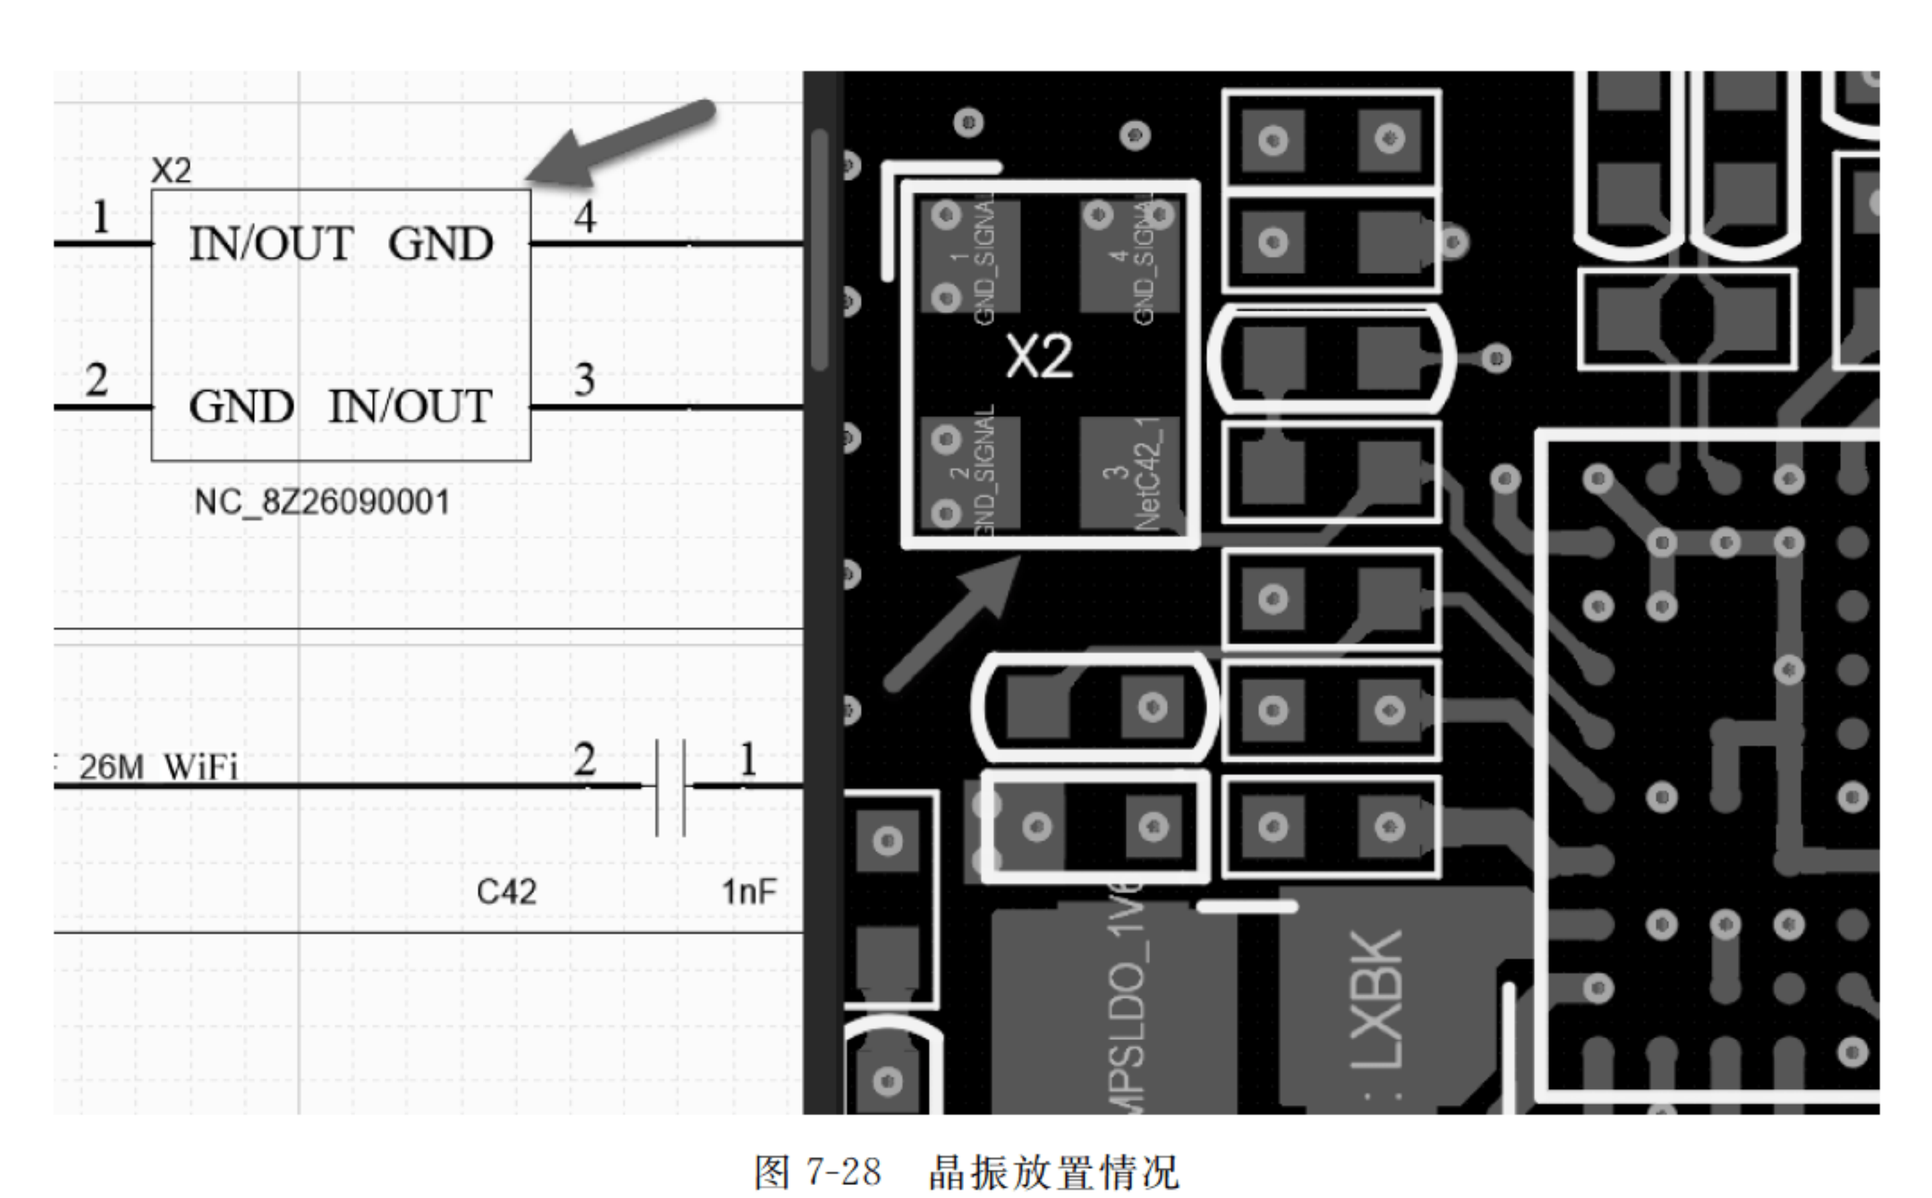
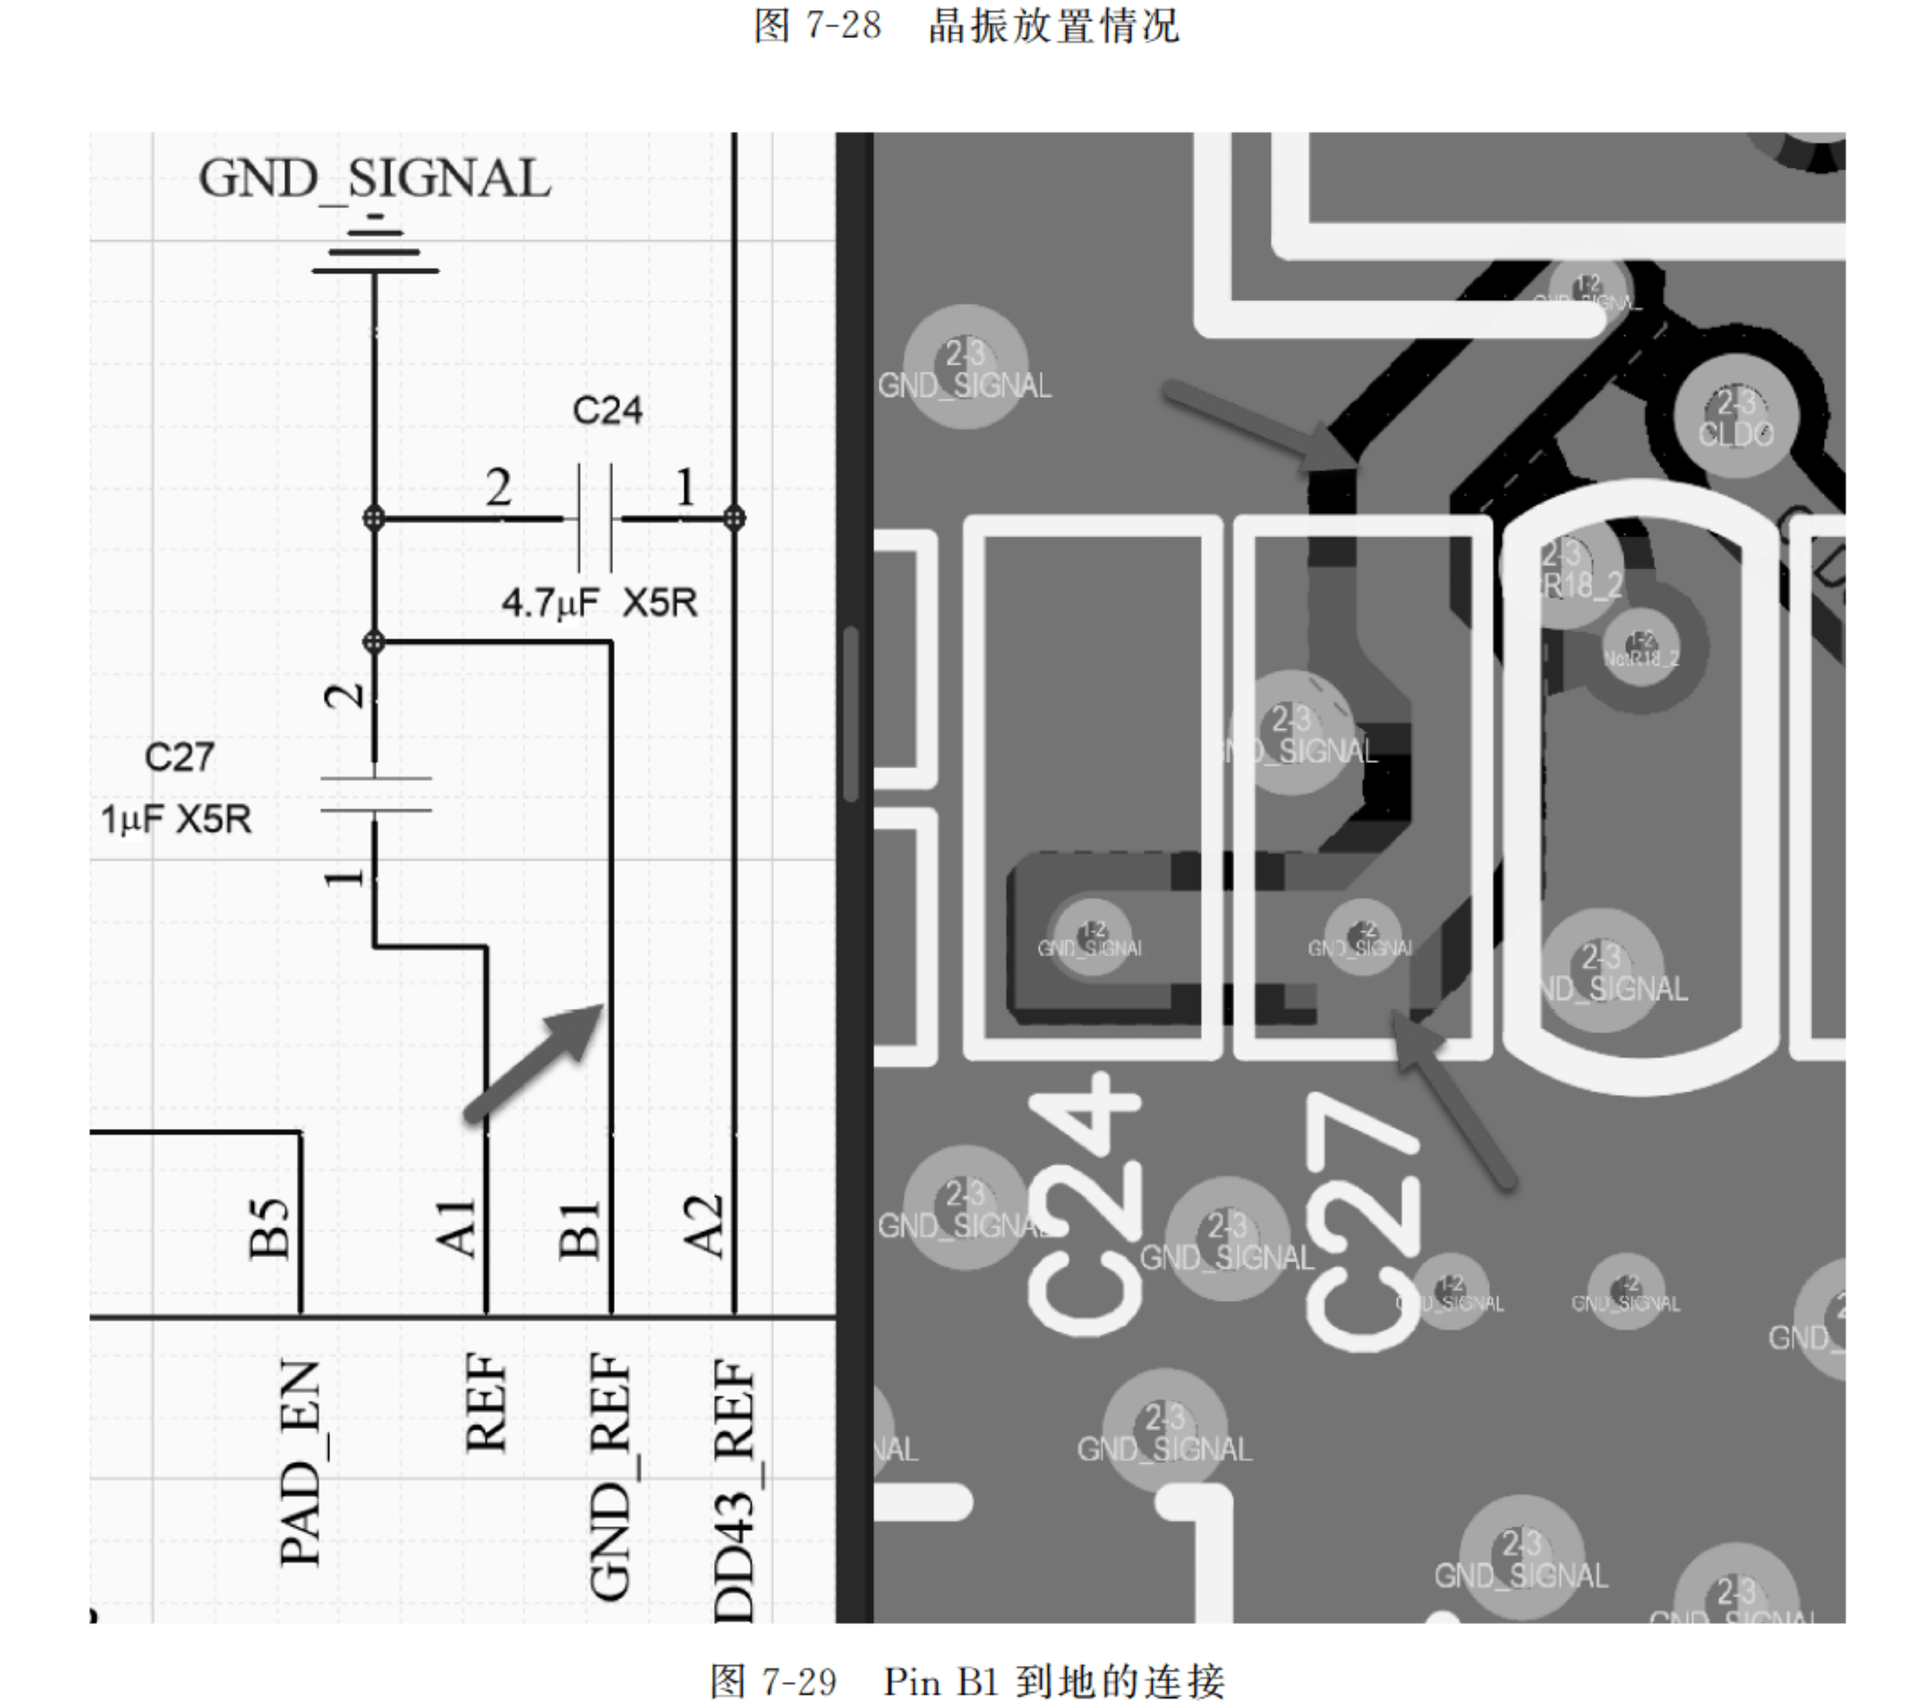

图 7-28　晶振放置情况
图 7-29　Pin B1 到地的连接
(1) 晶振电路靠近 MT5931 芯片的晶振管脚摆放，保证走线越短越好，如图 7-28 所示。
(2) MT5931 相关电源的滤波电容需靠近管脚放置，且接地端需就近可靠接地。同时尽量保证电源信号先经滤波电容再到电源管脚。
(3) VBAT、PALDO、SMPSLDO 和 CLDO 走线宽度至少 10mil。
(4) PALDO_FB 和 OUT_FB 信号走线宽度可为 4mil。
(5) Pin B1 不可直接连到地平面，应连接到 C5106 和 C5109 的接地端，然后再连接到其他管脚地平面或 GND 层，如图 7-29 所示。